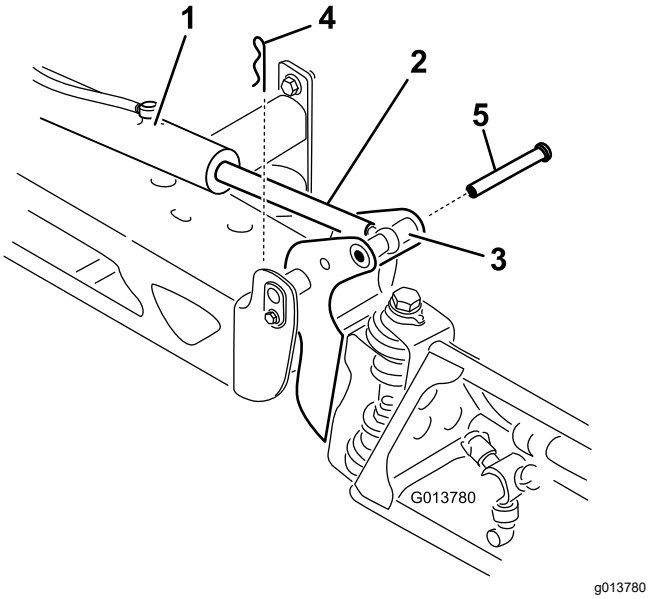

Figur 64
2. Fjern låseclipsen fra drejetappen (Figur 64).
3. Løft op på bommen, fjern stiften (Figur 64), og sænk langsomt bommen ned på jorden.
9. Mens du holder bommen, skal du føre stiften gennem bommens drejetap og aktuatorstangen (Figur 64).